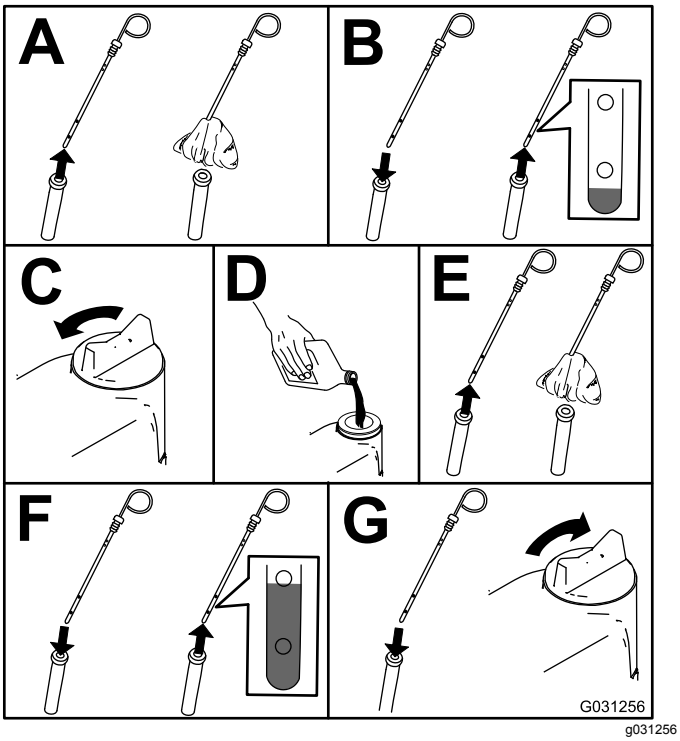

**Figuur 71**
2. Motoroliepeil controleren (Figuur 71).